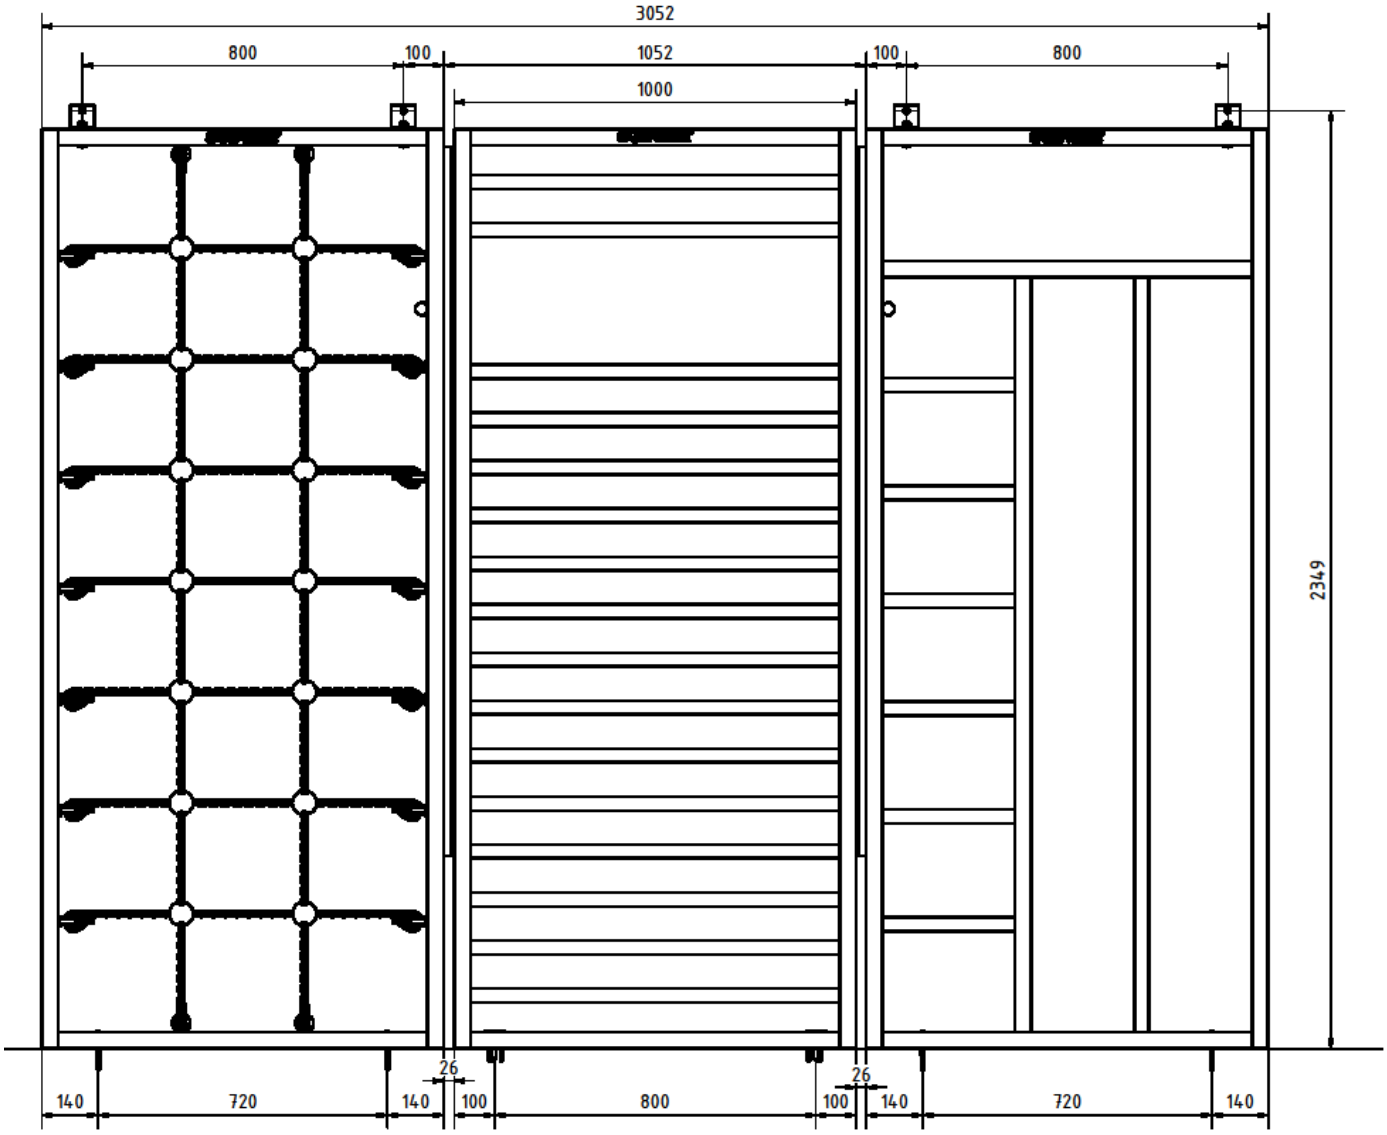

Abb. 3: Empfohlene Bohrmaße Kletterwand
Zu Beginn montieren Sie die festen Wandelemente. Stellen Sie die TuWa Elemente mit einem Abstand von 40 cm vor die Wand, an der Sie montiert werden soll, unter die festen Elemente legen Sie je zwei Scheiben für Holzkonstruktion ⑨. Halten Sie den in Abbildung 3 vorgegebenen Abstand zwischen den Einzelelementen ein.